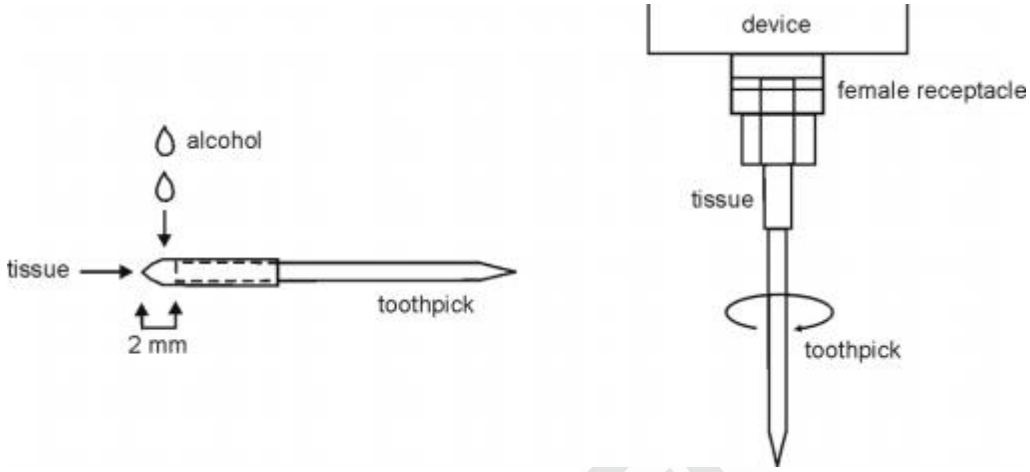

Figure 11: Cleaning FemaleReceptacles
6. Wrap a single leaf of lint-free tissue, about 25 mm (about 1.0 in.) square, around the flat end of the toothpick, as shown in Figure 11. The tissue must be wrapped smoothly and tightly and extend approximately 2 mm (3/32 in.) past the end of the toothpick. Taper the end of the paper slightly.